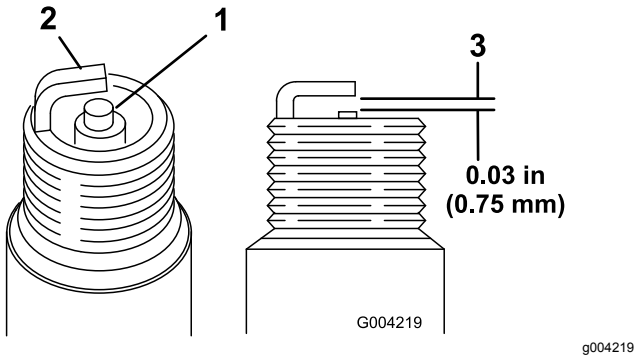

Figuur 16
1. Bekijk de binnenkant van de bougies (Figuur 16). Als de isolator lichtbruin of grijs is, werkt de motor naar behoren. Een zwarte laag op de isolator duidt meestal op een vuil luchtfilter.
2. Controleer de afstand tussen de centrale elektrode en de massa-elektrode (Figuur 16).
3. Verbuig de massa-elektrode (Figuur 16) om de juiste afstand in te stellen indien dit nodig is.